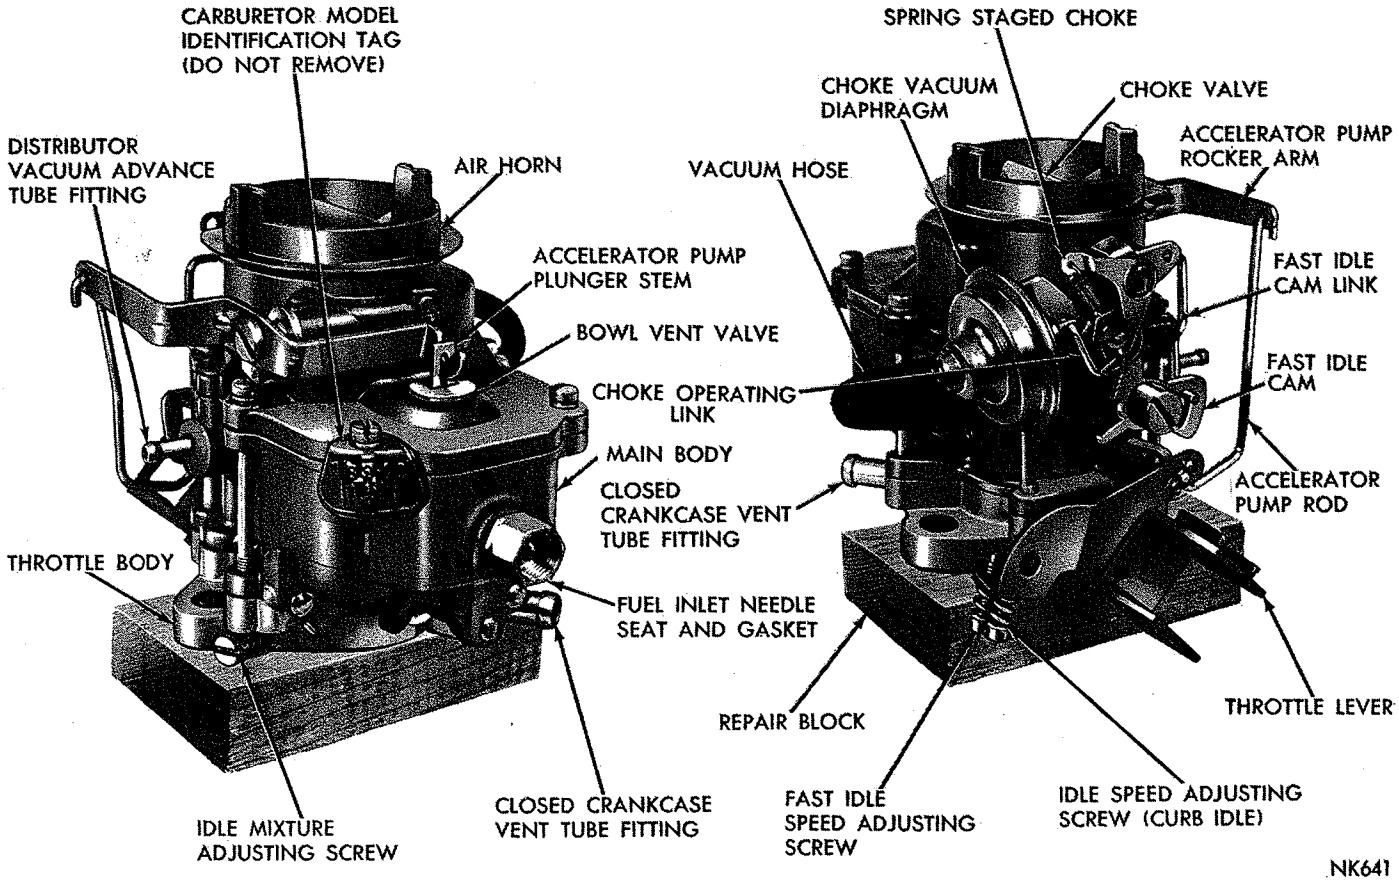
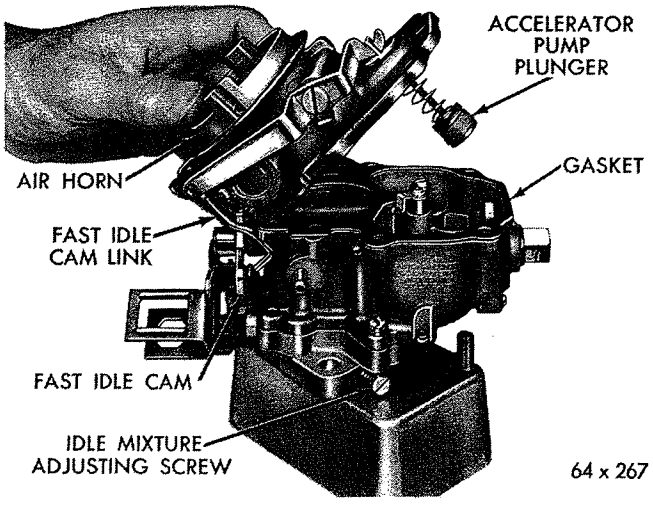
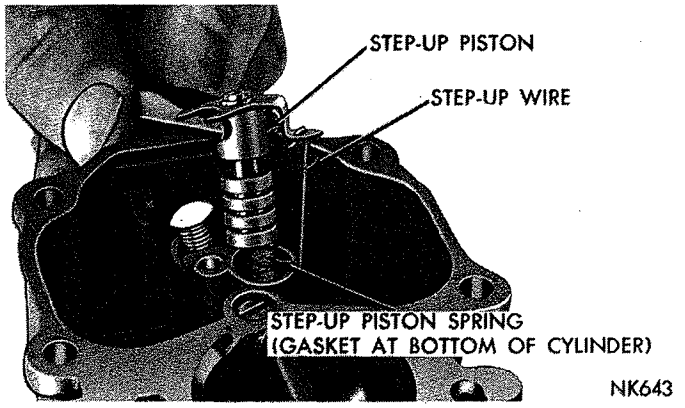

*Fig. 1—Carburetor Assembly (BBS-4099S, BBS-4100S, BBS-4103S, BBS-4104S and BBS-4173S)*
***Fig. 3—Removing or Installing Air Horn***
***Fig. 4—Removing or Installing Step-Up Piston***
The Standard Ball and Ball single throat carburetor models BBS-4099S and BBS-4100S are used on the 170 cu. in. engine when the vehicles are equipped a manual or automatic transmission respectively. The BBS-4103S and BBS-4104S are used as above but with air conditioning. The BBS-4173S is used as above but with a Taxi application. (See Specifications) (Fig. 1).
The spring staged choke, shown in (Fig. 1) is a device incorporated in the choke mechanism which limits the choke blade closing torque when cranking the engine at temperatures below zero. Thus the spring staging of the choke is a better match for the engine's starting mixture requirements at the low temperatures.
To disassemble the carburetor for cleaning or overhaul, refer to (Figs. 1 or 2), and proceed as follows:
(1) Place carburetor assembly on repair block, Tool C-3225.
(2) Remove hairpin clip and disengage accelerator pump operating rod.
(3) Remove vacuum hose between carburetor main body and vacuum diaphragm.
(4) Remove the clip from choke operating link and disengage link from diaphragm plunger (stem) and choke lever. Refer to (Fig. 1).
(5) Remove vacuum diaphragm and bracket assembly and place to one side to be cleaned as a special item. A liquid cleaner may damage diaphragm material.
(6) Remove air horn retaining screws. Remove dash pot (if so equipped).
(7) Tilt air horn toward throttle lever far enough to disengage fast idle cam link from the fast idle cam, as shown in (Fig. 3). Lift air horn up and away from main body. Discard gasket.
(8) Disengage accelerator pump plunger from rocker arm, by pushing up on bottom of plunger and sliding plunger shaft off hook. Slide plunger out of air horn and remove bowl vent valve, spring seat and spring. If old plunger can be used again, or if a new plunger is to be installed, place plunger in a jar of clean gasoline or kerosene to prevent the leather from drying out.
(9) Lift out float fulcrum pin retainer, then lift out the floats and fulcrum pin.
(10) Remove fuel inlet needle valve, seat and gasket from main body.
(11) Remove step-up piston retaining screw, and slide step-up piston and rod out of well, as shown in (Fig. 4). Now lift out the step-up piston spring. Remove step-up piston gasket from bottom of the well.
(8) Slide step-up piston gasket down into position in piston well, then install step-up piston spring and step-up piston and rod (Refer to Fig. 4). Install retaining screw and tighten securely. Carefully guide the step-up rod into main metering jet. Be sure step-up piston slides freely in its cylinder. A step-up piston stuck in **UP** position will cause a rich mixture at part throttle, whereas a piston stuck in **DOWN** position will cause a lean mixture at wide open throttle and poor acceleration.
(1) Assemble pump plunger, spring and spring seat and slide plunger shank through opening in air horn. Install bowl vent cap over plunger shank, then engage with pump rocker arm. (On the BBS-3841S carburetor, be sure hairpin clip is in upper position on plunger rod; all others in middle position.)
(2) Place a new gasket on the main body, then install air horn by tilting air horn, as shown in (Fig. 3), in order to engage fast idle link with fast idle cam. After engaging link, slowly lower air horn and at the same time guide accelerator plunger into its well.
(3) Install air horn attaching screws. Tighten securely.
(4) Install accelerator pump operating rod and secure with hairpin clip. Normal operation of the accelerator pump is obtained by installing pump rod in the center hole of throttle arm. (On the BBS-3841S carburetor, be sure pump rod is in the short stroke hole of throttle arm.)